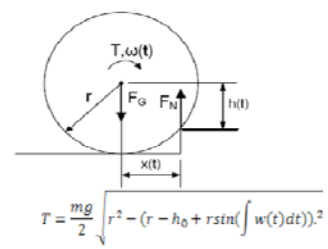

Fig3. Equation to calculate torque during climbing sequence
- Figure 3 shows an equation that calculates the required torque the driving wheels need to climb the curb once in contact with the edge